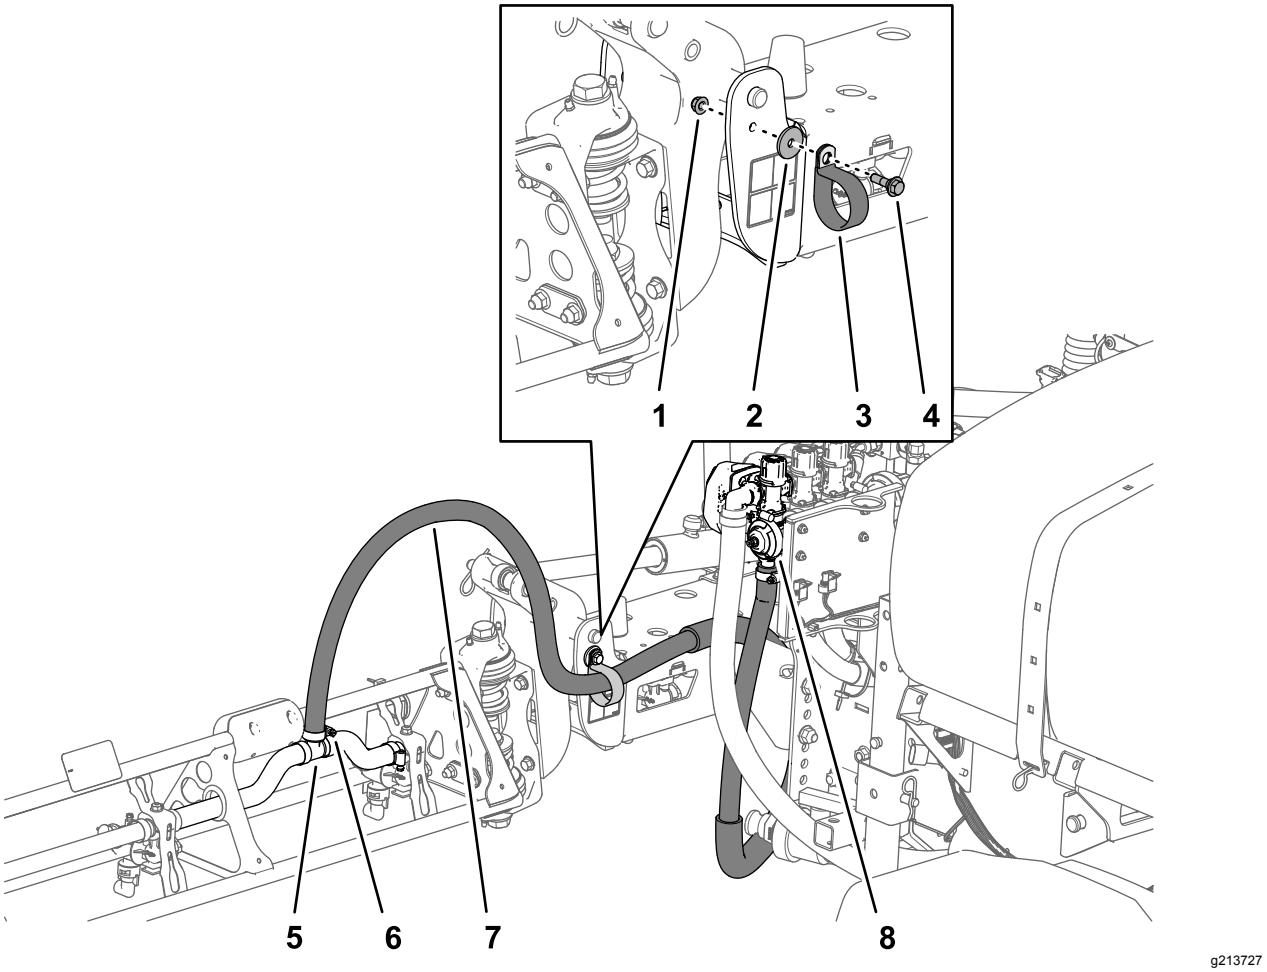

Figur 43
1. Dra sprutrampssektionens slangar enligt Figur 42 och Figur 43.
2. Fäst sprutrampsslangen på framsidan av centersprutrampssektionen (Figur 42 och Figur 43) med en R-klämma, en ansatsbult (5/16 x 1 tum), en låsmutter (5/16 tum) och en bricka (5/16 tum).
3. Montera sprutrampssektionens slang på T-kopplingen med hullingar vid sprutrampssektionen och fäst slangen med en slangklämma (Figur 42 och Figur 43).